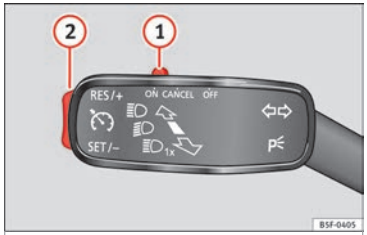

Fig. 48 Ver ubicación en la pág. 9-10
• Conectar el GRA: desplace el conmutador ››› **fig. 48** ① hasta **ON**. El sistema está encendido. El sistema no regula al no haber programado ninguna velocidad.
• Activar el GRA: pulse el botón ››› **fig. 48** ② en la zona **SET/–**. La velocidad actual se memoriza y regula.
• Desconectar el GRA temporalmente: desplace el conmutador ››› **fig. 48** ① hasta **CANCEL** o pise el freno. La regulación se desconecta temporalmente.
• Conectar el GRA de nuevo: pulse el botón ››› **fig. 48** ② en **RES/+**. La velocidad memorizada se guarda y regula otra vez.
• Aumentar velocidad programada durante regulación de GRA: pulse botón ② en **RES/+**. El vehículo acelera hasta la nueva velocidad guardada.
• Reducir velocidad programada durante regulación de GRA: pulse botón ② en **SET/–** para reducir 1 km/h (1 mph). La velocidad se reduce hasta alcanzar la nueva velocidad memorizada.
• Desconectar el GRA: desplace el conmutador ››› **fig. 48** ① a **OFF**. Se desconecta el sistema y la velocidad memorizada se borra.